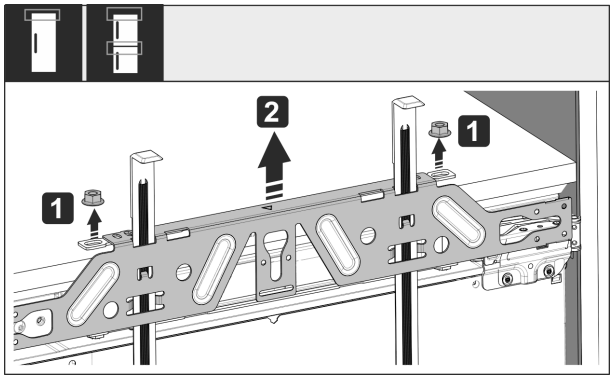

Fig. 55
▶ Desfaceți contrapiulițele *Fig. 55 (1)*.
▶ Detașați traversa de fixare *Fig. 55 (2)*.